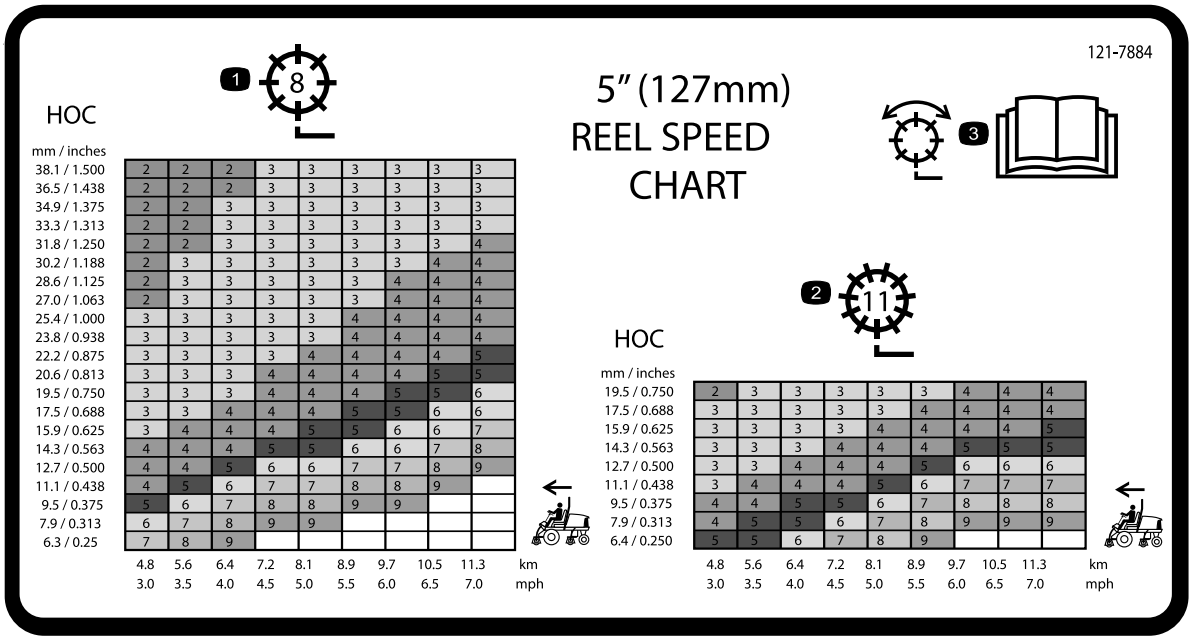

Figur 31
3. Brug oversigten over knivcylindernes hastighed på mærkaten (Figur 31) for at finde den rigtige knivcylinderindstilling.